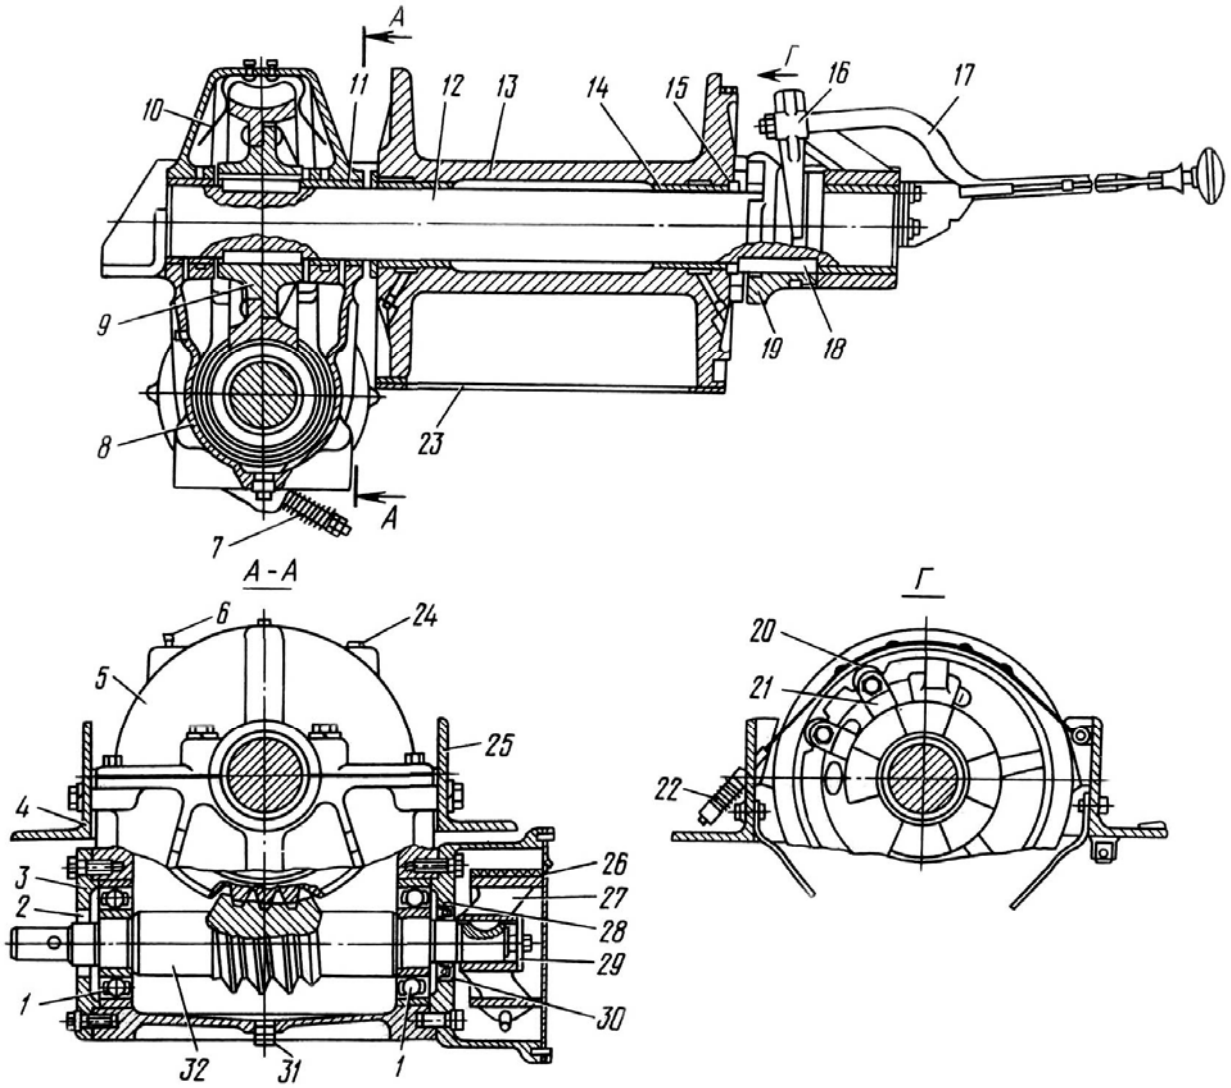

Рис.115. Лебедка:
Лебедка состоит из червячного редуктора, барабана с намотанным на нем тросом, кулачковой муфты с рычагом включения. Устройство лебедки показано на рис.115.
2. Расшплинтуйте и отверните гайку рычага 17 (см. рис.115) и снимите рычаг.
1. Напрессуйте на шейки червяка 32 (см. рис.115) радиальный подшипник и внутреннюю обойму радиально-упорного подшипника до упора в бурты.